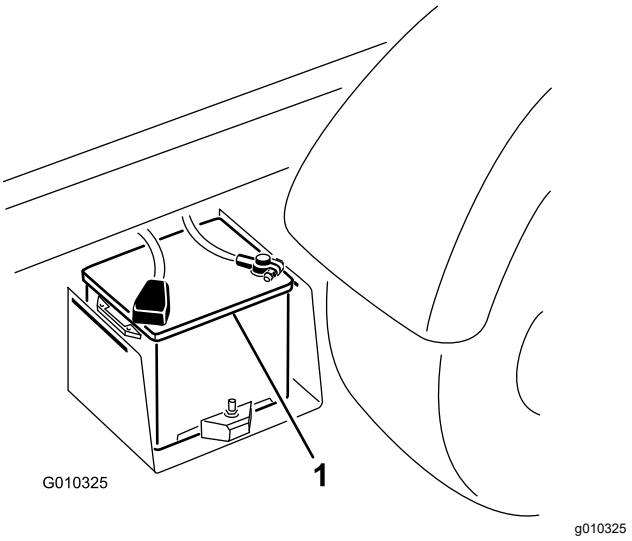

Figur 42
2. Forbind et startkabel mellem pluspolerne på de to batterier (Figur 42).